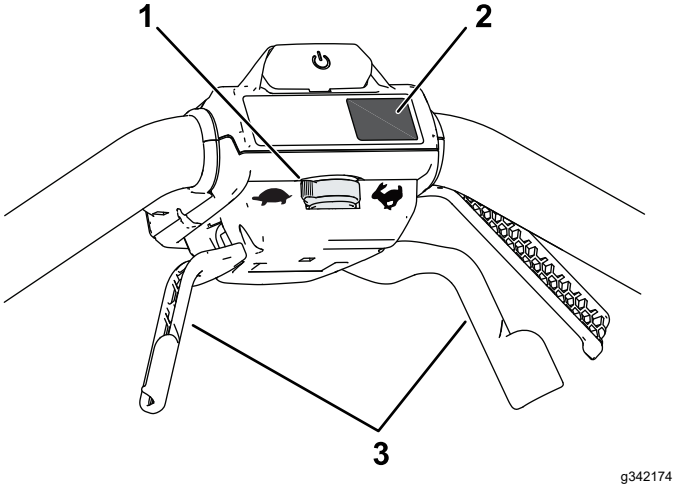

Figuur 12
- **Om de zelfaandrijvingsnelheid af te stellen, moet u de snelheidsregeling afstellen (Figuur 12).**
- **Om de zelfaandrijving in te schakelen, trekt u de zelfaandrijvingshendels tegen de handgreep en houdt u ze in deze positie (Figuur 12).**
Druk op de MAX-knop onder de Aan-knop om de machine in te stellen op het MAXIMALE toerental (Figuur 12).